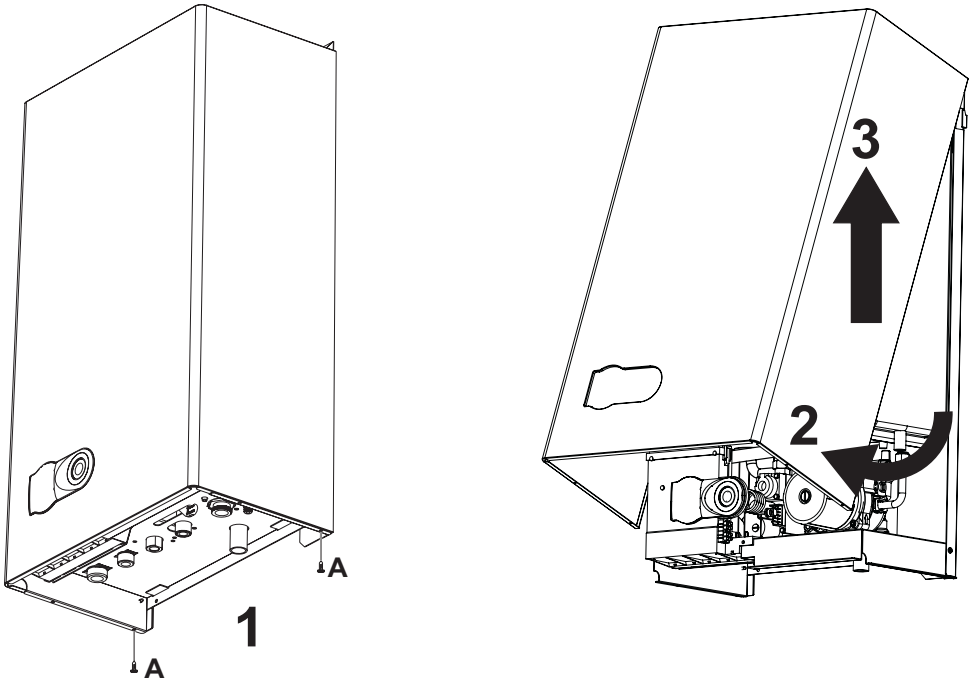

рис. 16 - Снятие кожуха
1. Отвинтите винты "A" (см. рис. 16).
2. Поверните кожух (см. рис. 16).